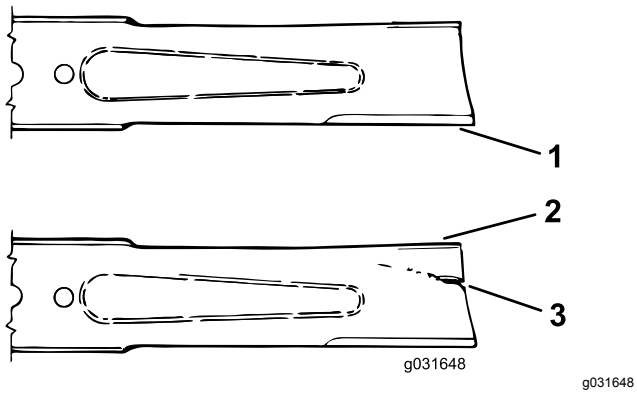

Figura 71
3. Verificate accuratamente i taglienti, con particolare attenzione ai punti d'incontro delle sezioni piatta e curva della lama (Figura 71).